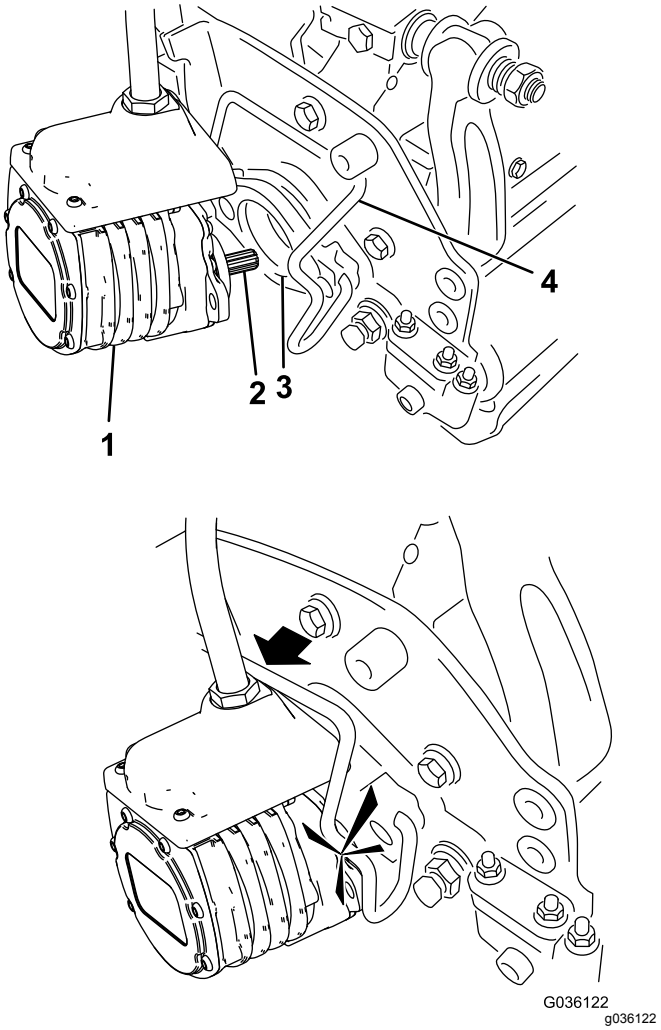

Figura 53
6. Cubra el eje acanalado del motor de la unidad de corte con grasa limpia (Figura 53).
7. Introduzca el motor en el lado izquierdo de la unidad de corte (visto desde el puesto del operador) y tire de la barra de retención del motor en la unidad de corte hacia el motor hasta que oiga un “clic” en ambos lados del motor (Figura 53).